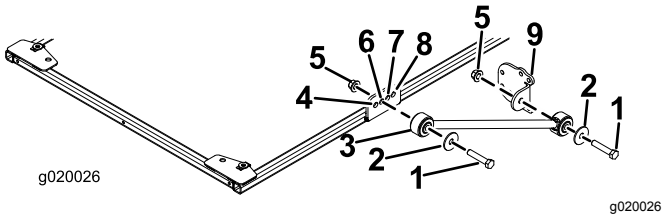

Figur 14
7. Monter en avstiver løst til andre hull i avstiverbraketten på hver side av solskjermrammen med en bolt (1/2 x 2 1/2 tomme), skive (1/2 tomme) og flensmutter (1/2 tomme), som vist i Figur 14.
8. Monter en avstiverbrakett løst til hver avstiver med en bolt (1/2 x 2 1/2 tomme), skive (1/2 tomme) og flensmutter (1/2 tomme), som vist i Figur 14.